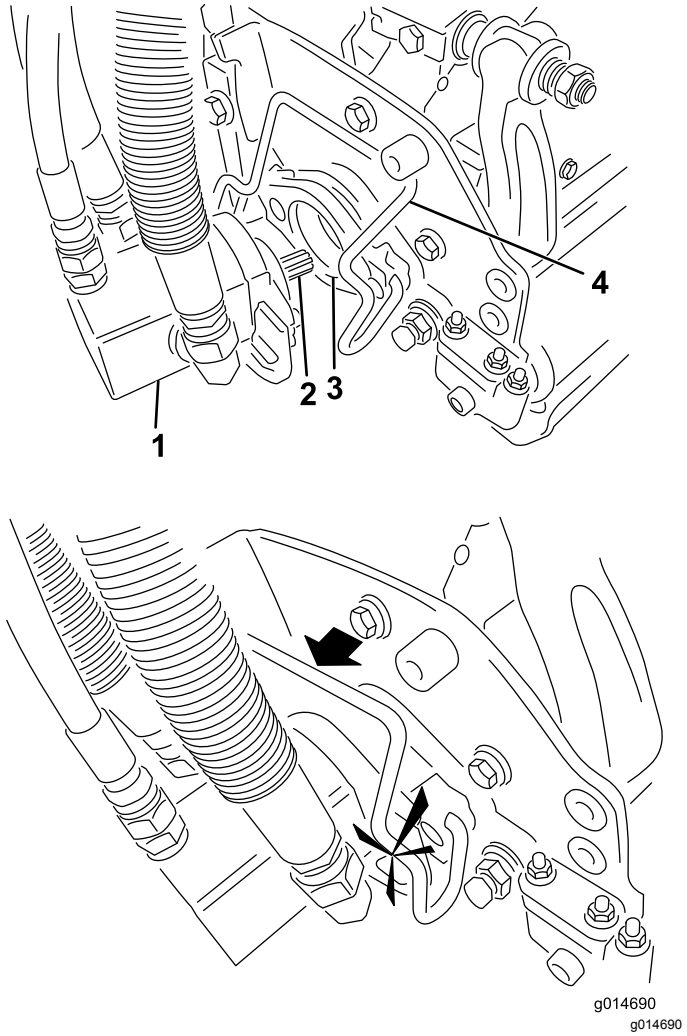

Figur 46
5. Kom rent smørefedt på notakslen på klippeenhedens motor (Figur 46).
6. Sæt motoren ind i klippeenhedens venstre side (set fra førersædet), og træk motorens holdestang på klippeenheden i motorens retning, indtil du hører et klik fra begge sider af motoren (Figur 46).